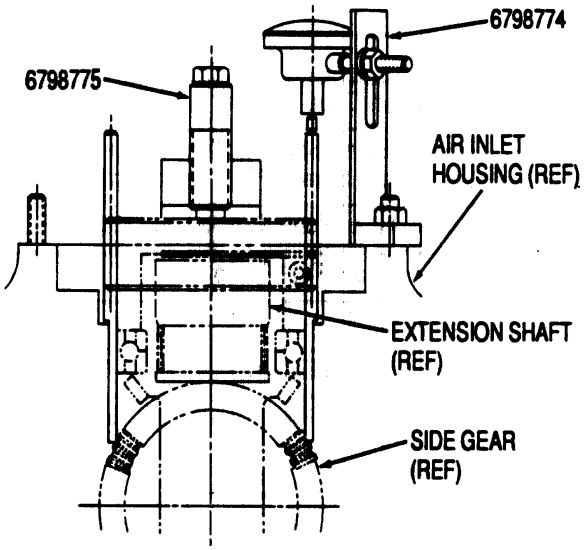

Figure 16. Measuring Backlash with 6798775 Loading Fixture and 6798774 Backlash Fixture
a. Install 6798775 and 6798774 fixtures in the accessory drive housing shaft gear pad. Tighten the nut to secure the fixtures inside the gear. (See figure 16.)
c. Ensure the backlash is between 0.0095 to 0.0135 inch. (QA)